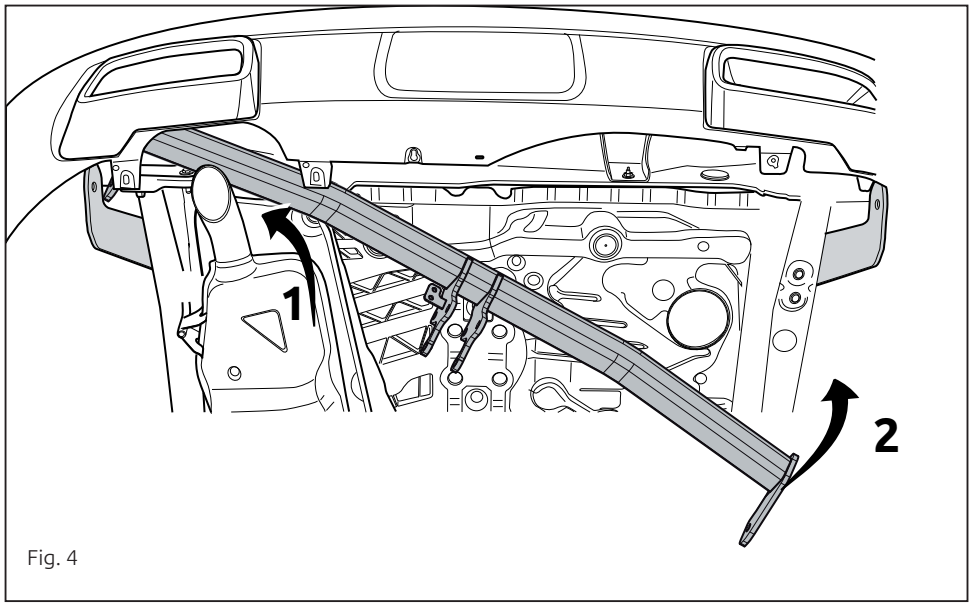

Fig. 4
11. Установить поперечный брус I между опорами C и F в точках J и K, затянув крепежный материал не до конца. См. рисунок 4.